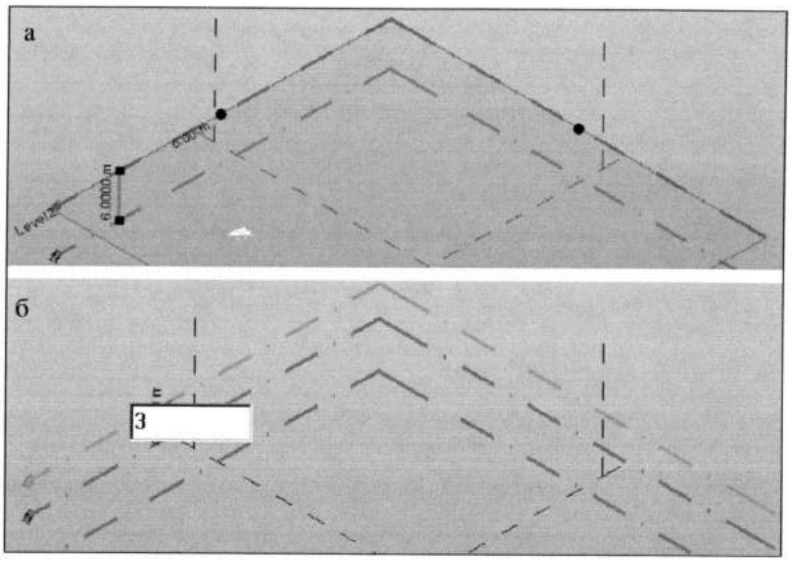

Рис. 13.1. *3М-уровни и их создание*
3М-уровни. На 3М-виде по умолчанию уровни среды концептуального проектирования отображаются как линии вокруг задней стороны рамки. Когда выбран уровень, отображаются отметка уровня, имя уровня и расстояния между выбранным и соседними уровнями (рис. 13.1,а). Щелчок по маркеру уровня переключает на соответствующий вид плана. Вернуться на 3М-вид по умолчанию можно, выбрав соответствующую команду на панели быстрого доступа.
2. На ленте **Create** (Создать) в разделе **Datum** (База) выбрать инструмент **Level** (Уровень). Произойдет переключение на ленту **Place Level.** На задней стороне рамки появится новая угловая пара пунктирных линий, определяющих положение плоскости нового уровня (рис. 13.1,б).